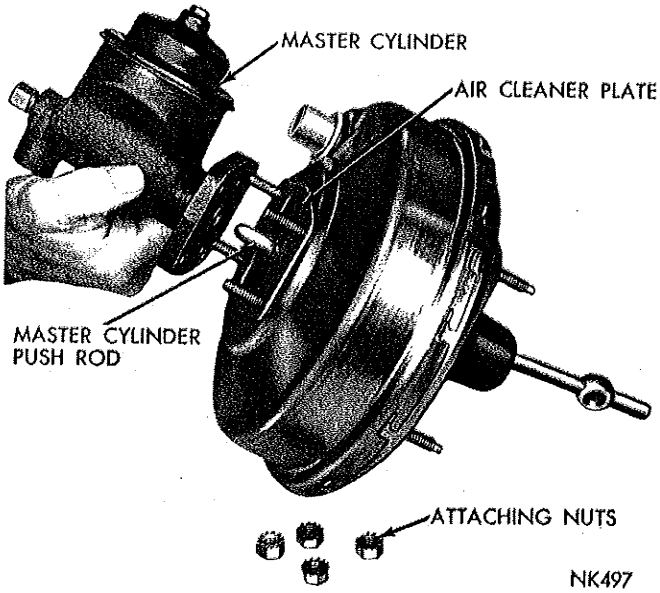

***Fig. 3—Removing or Installing the Master Cylinder***
(1) Remove master cylinder from power brake (Fig. 3).